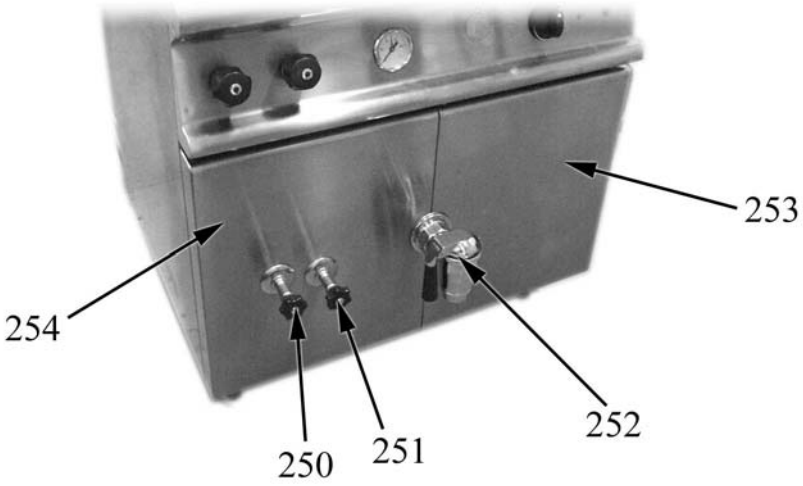

Fig. 26
If the left hand heating element assembly needs changing, follow the same procedure, referring to the left side of the appliance, ensuring that, before the left panel is removed pos. 254 in Fig. 26 the minimum and maximum water level valves are removed pos. 251 e pos. 250.